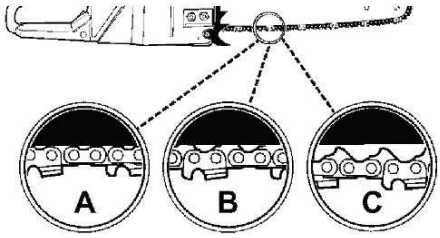

Рис.14
4. Вращением винта натяжителя **ВН** (рис.9) по часовой стрелке натягивайте цепь пока не исчезнет провис (рис.14).
6. Дотяните цепь, пока зубья направляющих звеньев нижней ветви цепи полностью не войдут в паз шины (см. **А** на рис.14).
9. Отпустите цепь, поворачивая винт натяжителя **ВН** (рис.9) против часовой стрелки и снова проверьте натяжение, как указано выше (см. **А** на рис. 14).
10. Когда, цепь будет натянута надлежащим образом, затяните гайки шины **19** (рис.1) ключом. 11. После одного распила (когда цепь и шина нагреются до рабочей температуры) проверьте натяжение цепи визуально, нижняя ветвь цепи не должна провисать более чем, на 1/4 высоты зуба направляющего звена (см. **В** рис.14). Если провис в норме - можно продолжать работу. Если больше (см. **С** рис.14) - дать остыть цепи и шине и повторить процедуру регулировки натяжения цепи. 12. **Внимание! Производить проверку и, если необходимо, регулировку натяжения новой цепи необходимо после каждого распила.**